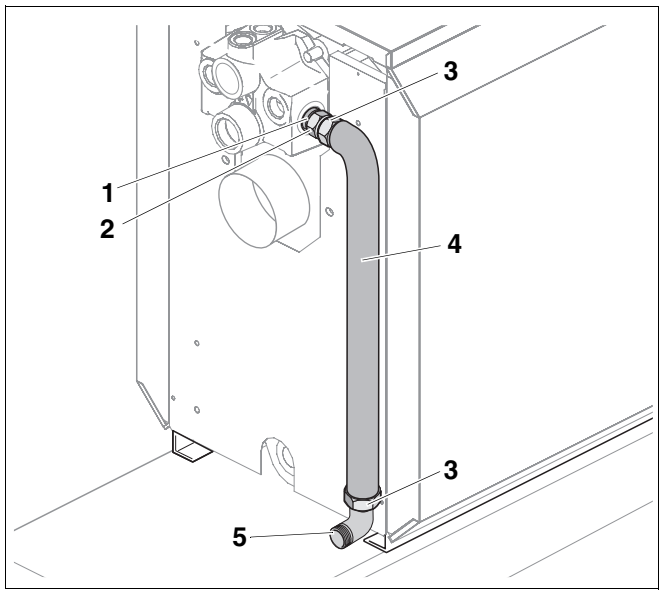

Fig. 6 Fitting the return connection to the boiler
- Insert O-ring (Fig. 6, **Item 1**) into the groove on the double nipple (Fig. 6, **Item 2**) and screw the double nipple into the boiler return (Fig. 6).
- Insert gasket (Fig. 6, **Item 3**) into the union nut on the short leg of the return pipe (Fig. 6, **Item 4**) and fasten loosely to the double nipple.
- Insert gasket (Fig. 6, **Item 3**) into the union nut on the angled compression fitting (Fig. 6, **Item 5**) and fasten to the return pipe.